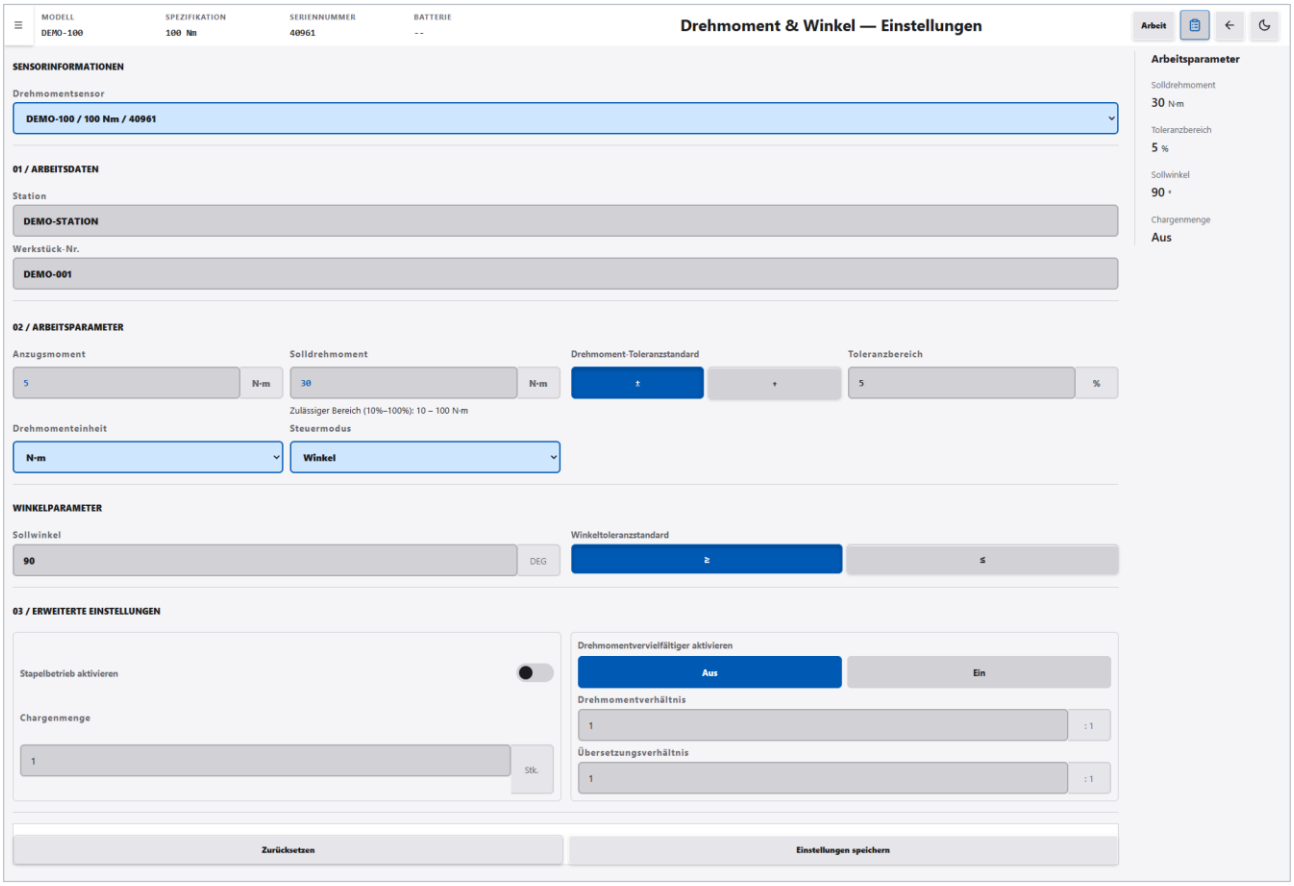

Abbildung 6-2 Einstellungsbildschirm Drehmoment & Winkel
1. Klicken Sie auf dem Arbeitsbildschirm Drehmoment & Winkel oben rechts auf „Einstellungen“. Der Bildschirm zeigt „Drehmoment & Winkel — Einstellungen“; das Formular ist mit den aktuell gespeicherten Einstellungen ausgefüllt (siehe Abbildung 6-2).